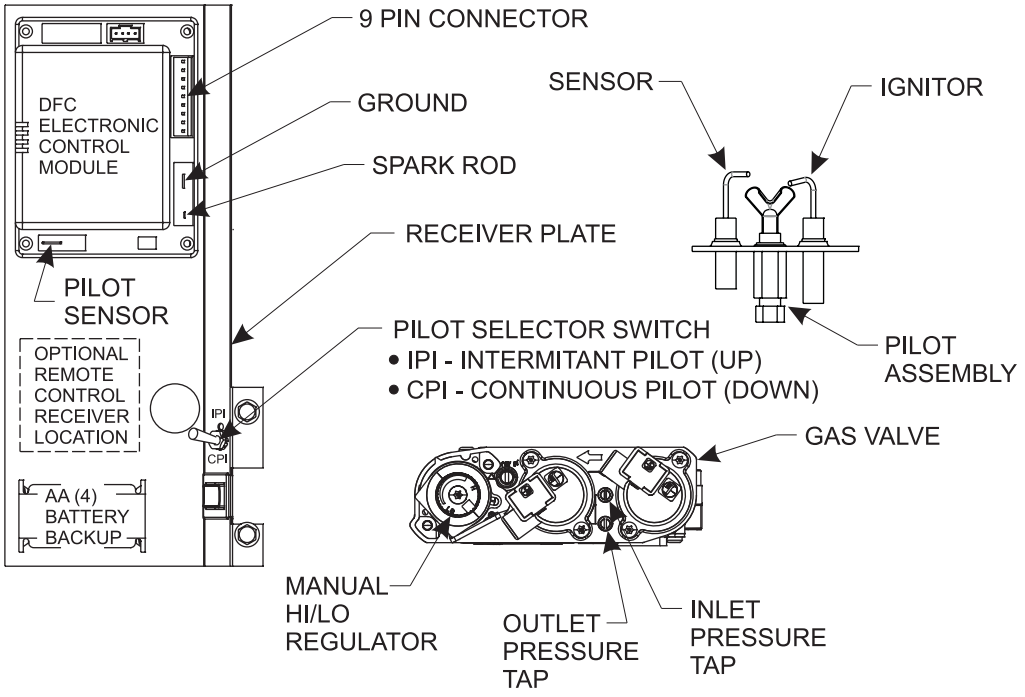

Figure 32
NOTE: A small toggle switch is located on the receiver plate (left side of unit) that is used to switch from IPI (upward position) to the CPI (downward position). See Figure 32.
3. The gas valve has inlet and outlet pressure taps as shown in Figure 32. Refer to page 8 for gas pressure requirements.
NOTE: The gas control has a manual HI/LO flame adjustment knob (regulator) that allows you to increase or decrease the height of the burner flame. See Figure 32. Rotate the HI/LO knob counterclockwise to “HI” to increase the flame height, and clockwise to “LO” to decrease the flame height.
To connect the remote receiver to the appliance, first disconnect the ON/OFF switch wires from the white and green wire connectors and connect the wires from the remote receiver to the green and white wire connectors. See Figure 32.